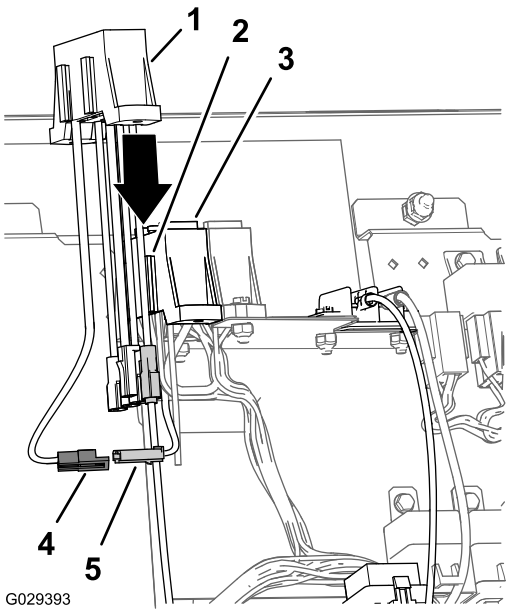

Figur 22
2. Anslut kontakten med två stift för de extra matarledningarna på maskinens säkringsblock till kontakten med två uttag för matarledningarna på det extra säkringsblocket (Figur 22).
3. Rikta in skårorna i det extra säkringsblocket mot monteringsflänsarna på maskinens säkringsblock (Figur 22).